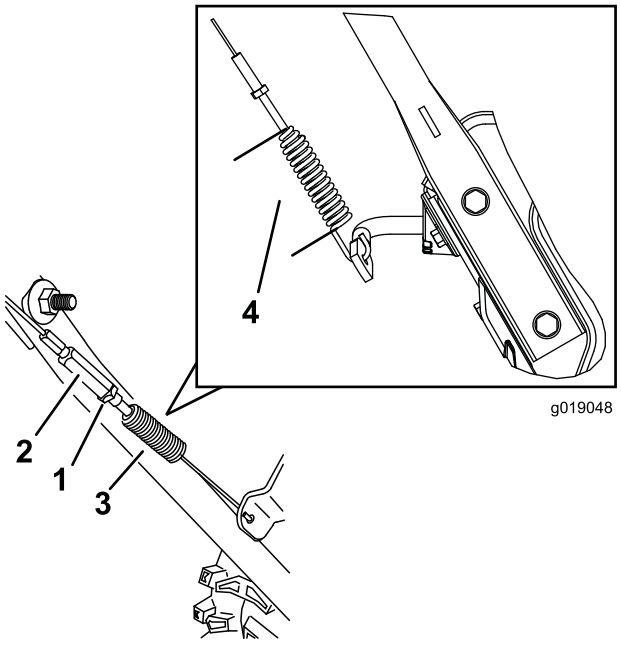

Figur 38
4. Dra åt kontramuttern (Figur 38) och se till att kabeln är något spänd.